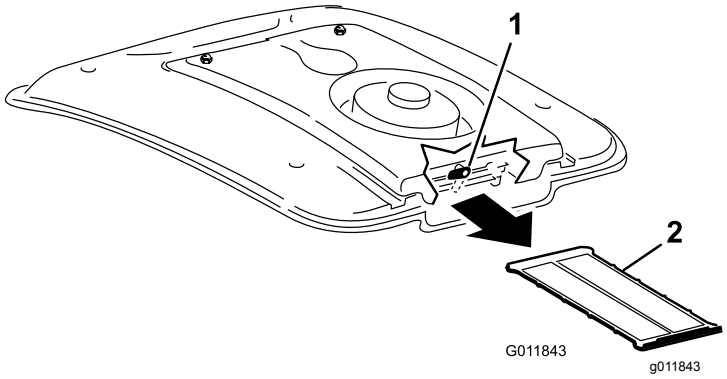

Figuur 115
2. Draai aan de achterzijde van de ventilatorbeugel de vergrendeling opzij (Figuur 115).
3. Schuif het airco-scherm onder de airconditioningspoel uit (Figuur 115).
4. Reinig het scherm grondig met perslucht (Figuur 115).